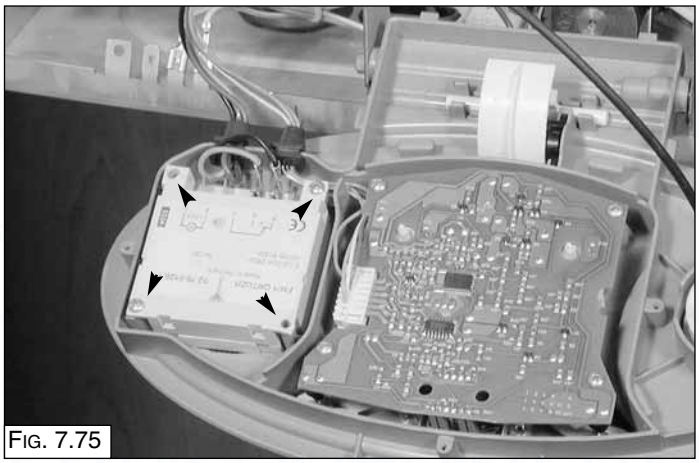

FIG. 7.75
2. Unplug the electrical connection from the time clock and unscrew the four screws (FIG. 7.75);